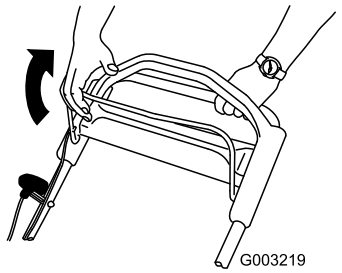

Figur 17
2. Hold knivkontrollkabelen mot håndtaket (Figur 17).